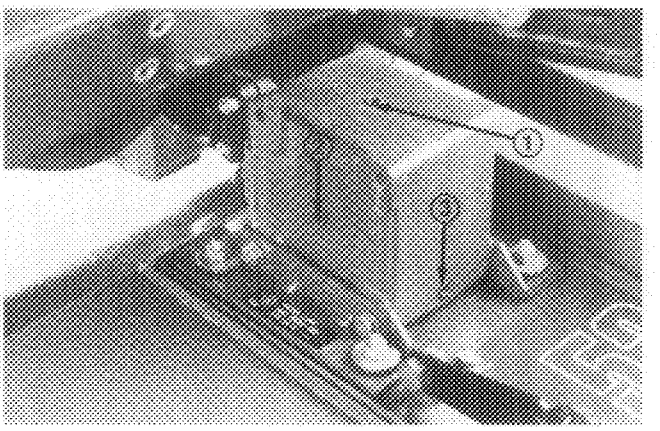

Figure 21
2. Lower cutting unit so castor wheels are on a level surface. Be sure all height-of-cut pins are in the same hole locations. Remove check plug (Fig. 21) from side of gear box and check level of lubricant. If level of lubricant is low, remove fill plug on top of gear box and add SAE 80-90 wt. gear lube until level is up to bottom of check hole.